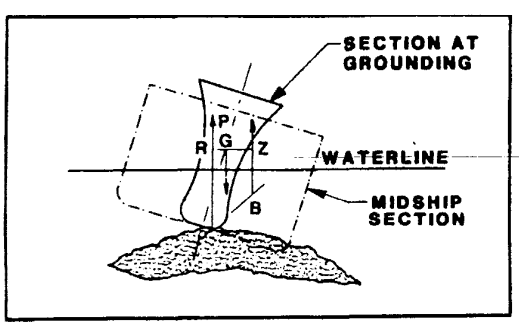

Figure 5-8. Effects of Tide on Grounding Forces
5.5.3 Stability. Figure 5-8 illustrates the Effects of Tide on Grounding forces. The grounding force "P" acts perpendicular to the waterline at the angle of heel shown. If the moment of the force "P" above "G" (ship floating freely) equals the moment of the net buoyant force "B," the ship will remain at this angle of heel. If the moment of force "P" is